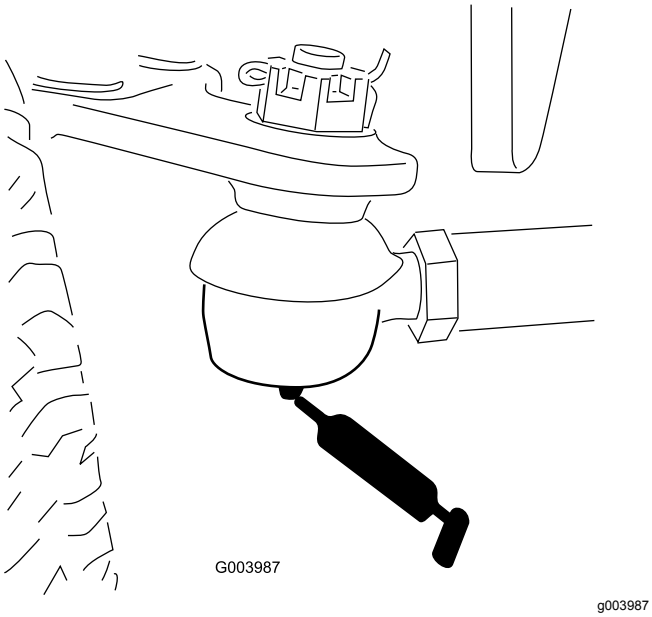

Figur 80
- Bakaxelns dragstång (2) (Figur 80)